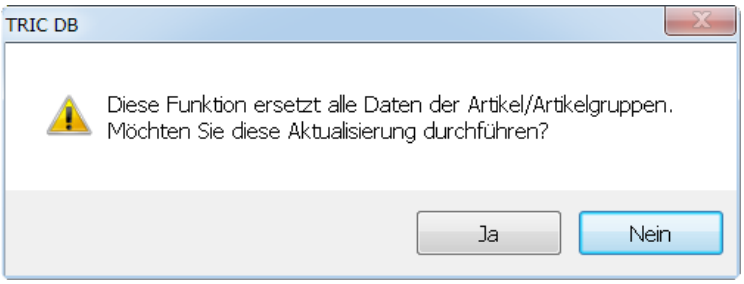

Bild 32.54 – Sicherheitsabfrage vor Aktualisierung der technischen Informationen
- Klicken Sie dann auf die Schaltfläche *Akt.Techn. Daten*. Hierauf erscheint eine Warnmeldung, die Sie vor dem Überschreiben der Daten warnt (Abb. 32.54).